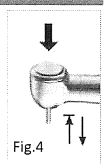

Fig.4
1. Follow the arrowhead direction show in Fig.4 to take off or install the bur.